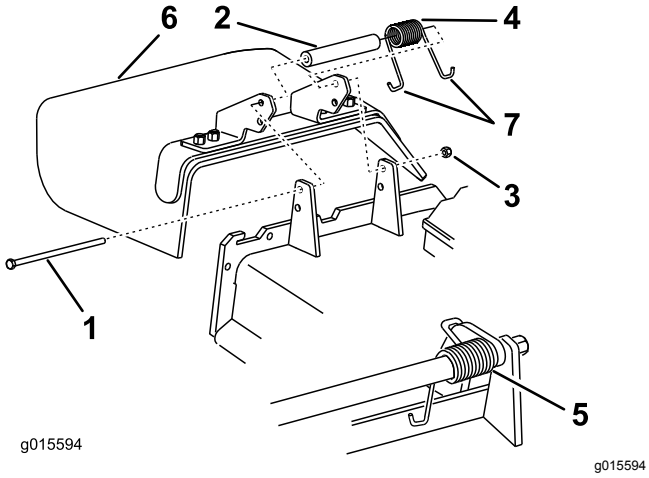

Figuur 121
1. Verwijder de borgmoer, bout, veer en afstandsstuk waarmee de grasgeleider vastzit op de draaibeugels (Figuur 121).
2. Verwijder een beschadigde of versleten grasgeleider (Figuur 121).
Opmerking: Zorg ervoor dat 1 J-vormig eind van de veer is gemonteerd achter de rand van het maaidek voordat u de bout monteert zoals wordt aangegeven in Figuur 121.
6. Plaats 1 J-vormig eind van de veer om de grasgeleider (Figuur 121).